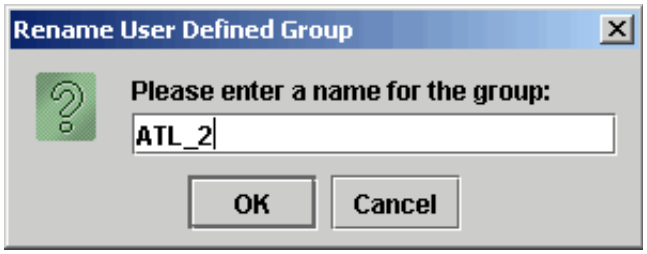

Figure 4 - 18 : Rename User Defined Group
2. Select **Rename User Defined Group** from the right-click menu. **Rename User Defined Group** opens the Rename User Defined Group component (see Figure 4 - 18).